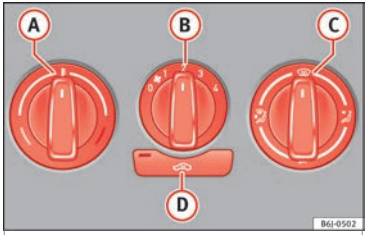

Fig. 153 Heating controls on the dash panel.
- Use turn controls Ⓐ, Ⓑ and Ⓒ ››› **Fig. 153** to adjust the temperature, blower speed and air distribution.
- Press button Ⓓ ››› **Fig. 153** and the lamp in the button will illuminate.
If the rotary switch (C) ››› Fig. 153 is in the thaw position, the recirculation flap will always be open and air will always enter from the outside.
– Turn the temperature selector ››› Fig. 153 (A) anticlockwise.
– Turn blower switch (B) to any of the head settings 1-4.
– Set the airflow to the desired direction using air distribution control (C).
– Turn the temperature selector ››› Fig. 153 (A) clockwise to select the desired temperature.
– Turn the temperature selector ››› Fig. 153 (A) clockwise to reach the maximum temperature.
– Turn the blower switch (B) to setting 4.
– Close outlet (3).
– Open and turn outlet (4) towards the side windows.
– Turn the temperature selector ››› Fig. 153 (A) to the heating area.
– Turn blower switch (B) to any of the head settings 2-3.
– Close outlets (3)
– Open and turn outlets (4) towards side windows.